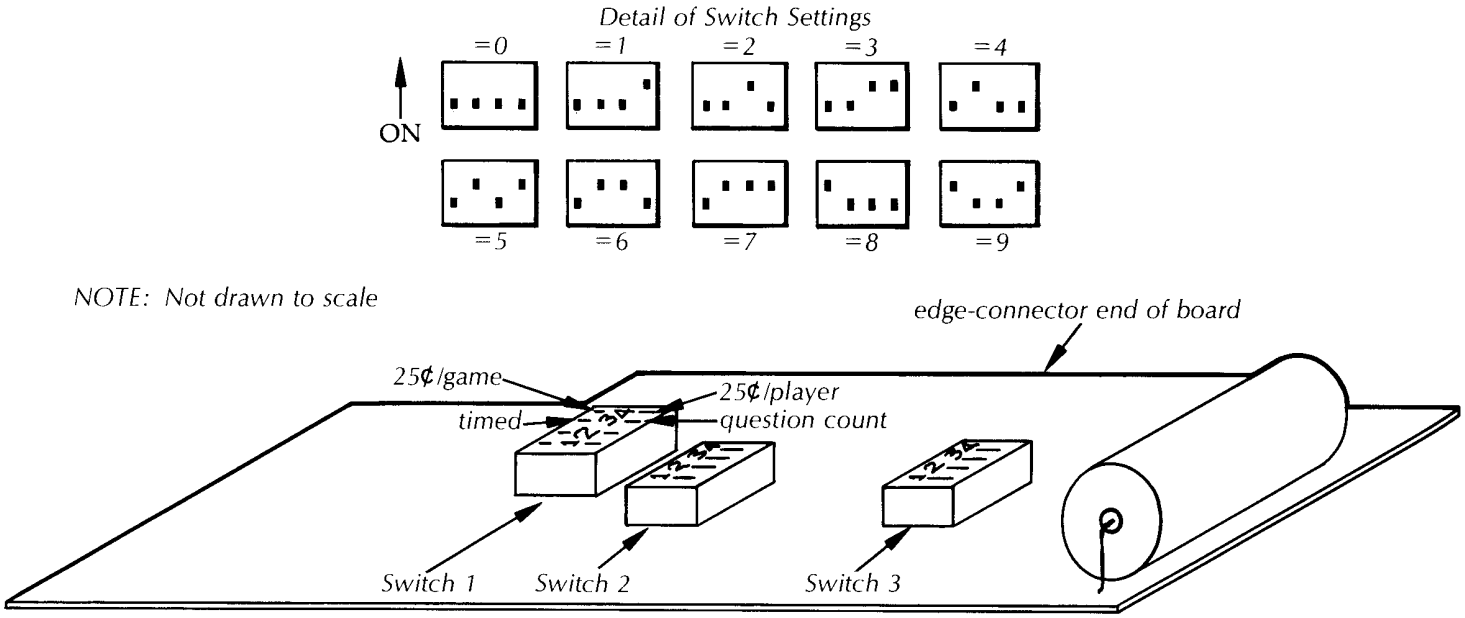

Figure 4-1 Approximate Locations of Adjustments on PCB II for Game Structuring
Examine the surface of PCB II and locate the three SPST (single-pde, single-throw) DIP switches. It will not be necessary to unplug and remove the board from the electronics tray. The designations "SW1," "SW2" and "SW3" are engraved onto the surface of the PCB alongside the switches. Figure 4-1 shows the approximate locations of these switches, and drawing number A005231 in Section VII of this manual shows their exact locations.
4.3.1 25¢/PLAYER—25¢/GAME: This option is selected on Switch 1, at the rearmost pair of buttons (position no. 4) on the switch assembly (closest to the edge connector end of the board). Figure 4-1 is labeled to show the structuring for each of the two stud positions. Note that the pairs of buttons labeled "1" and "2" are not used in the Quiz Show game.
4.3.2 DURATION OF GAME SEQUENCE: Positions on both Switch 1 and Switch 3 have to be selected. Position no. 3 on Switch 1 determines whether the duration is to be a fixed time or a fixed question count. Figure 4-1 is labeled to show the structuring for each of the pairs of buttons. The position selected on Switch 3 determines the number of seconds in the fixed time, or the number of questions in the fixed question count. Table 4-1 summarizes the structuring set up by the various combinations of positions on Switches 1 and 3.